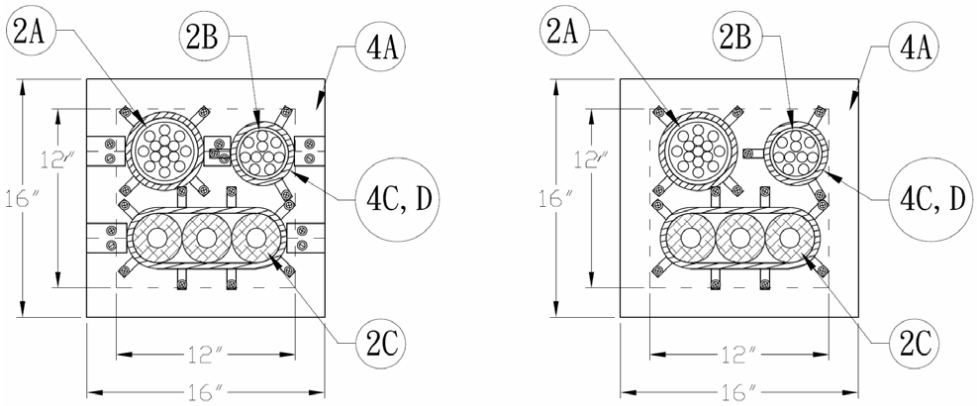

Figure 1. Through Penetration Firestop System
1. **SUPPORTING CONSTRUCTION:** Refer to Figure 1. Create a 12 in. (305mm) square, through-opening a Code-conforming, 2 hour fire-rated floor or wall assembly consisting of the following min. construction features:
2. PENETRATING ITEM: Refer to Figure 1 and Table 1.
3. PACKING MATERIAL: Refer to Figure 1 and Table 1. Apply the following materials as indicated below:
4. FILL, VOID, OR CAVITY MATERIAL: Refer to Figure 1 and Table 1. Apply the following materials as indicated below